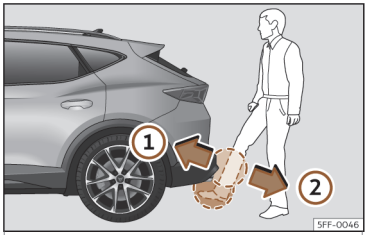

Abb. 85 Heckklappe mit sensorgesteuerter Öffnung (Easy Open).
- Mit einer schnellen Bewegung nähern Sie einen Fuß und unteren Beinteil so weit wie möglich dem Stoßfänger. Der untere Beinteil muss sich dem oberen Sensorbereich, und der Fuß dem unteren Sensorbereich ››› **Abb. 85** ① nähern.
- Entfernen Sie den Fuß und den unteren Beinteil mit einer schnellen Bewegung aus dem Sensorbereich››› **Abb. 85** ②. Die Heckklappe öffnet sich selbsttätig.